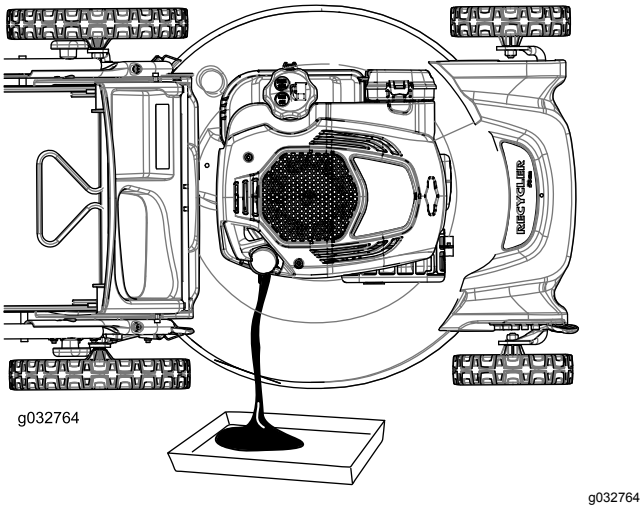

Figur 27
4. Tippa maskinen på sidan (med luftfiltret uppåt) för att tömma ut den gamla oljan från påfyllningsröret (Figur 27).